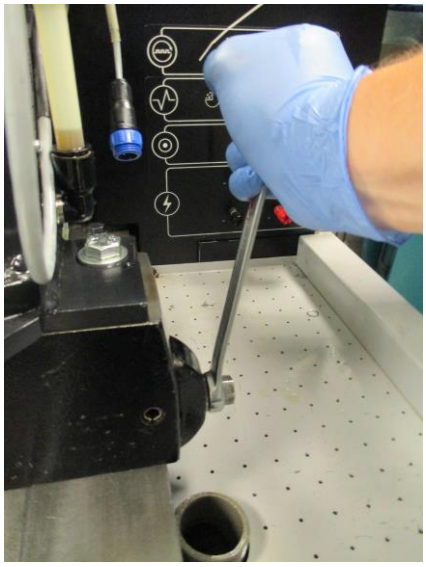

Рисунок 2.9 Прикрепление кулачкового механизма к опорной плите
4. Прикрепите кулачковый механизм к опорной плите при помощи зажимов APB220 (в случае испытательных стендов со стандартной для Hartridge высотой центра в 246 мм) или универсальных крепежных болтов опорной плиты, которые используются на испытательных стендах других производителей. См. Рисунок 2.9.